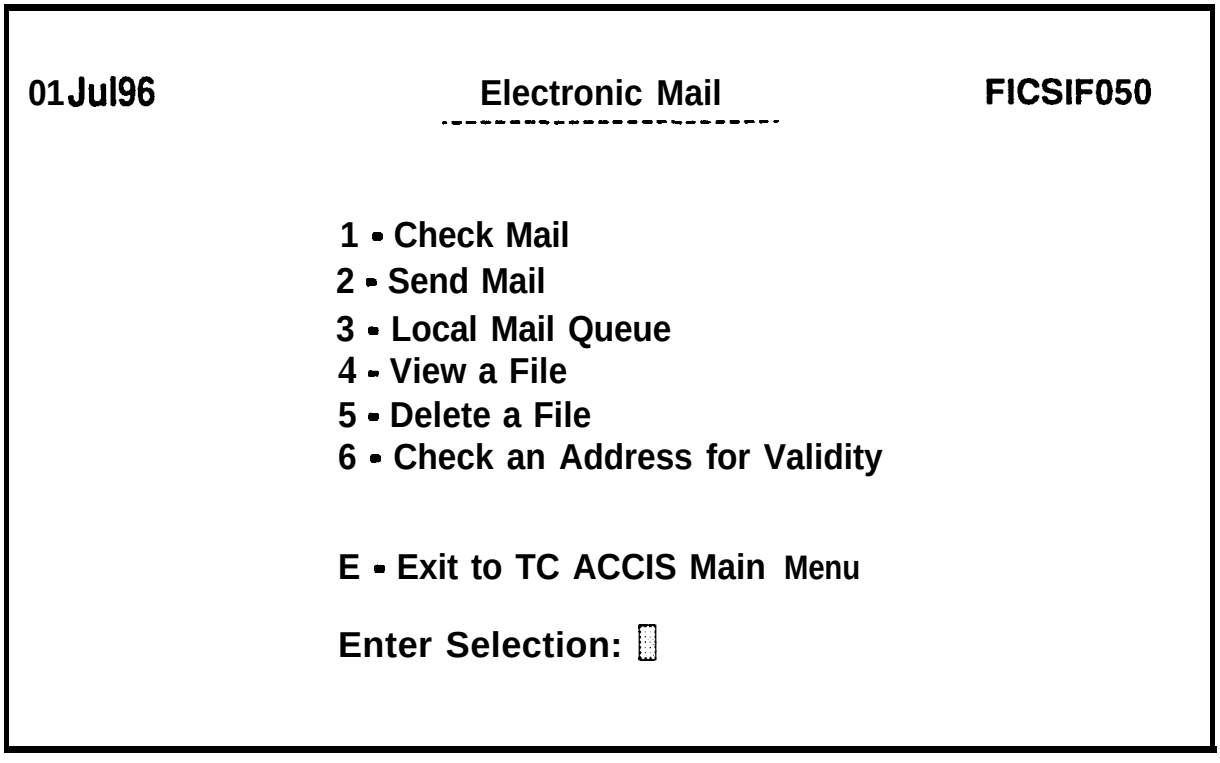

Figure 14-1. Electronic Mail Menu
To use E-Mail on the Compaq 4500, log into the Compaq 4500, and select **Electronic Mail** from the TC ACCIS Main Menu, The Electronic Mail menu will be displayed as shown in Figure 14-1.
a. To begin these procedures, the Electronic Mail menu should be displayed as shown in Figure 14-1 (page 14-2) above. If this is not the case, use the procedures in paragraph 14.3.1 (page 14-1) above to display it.